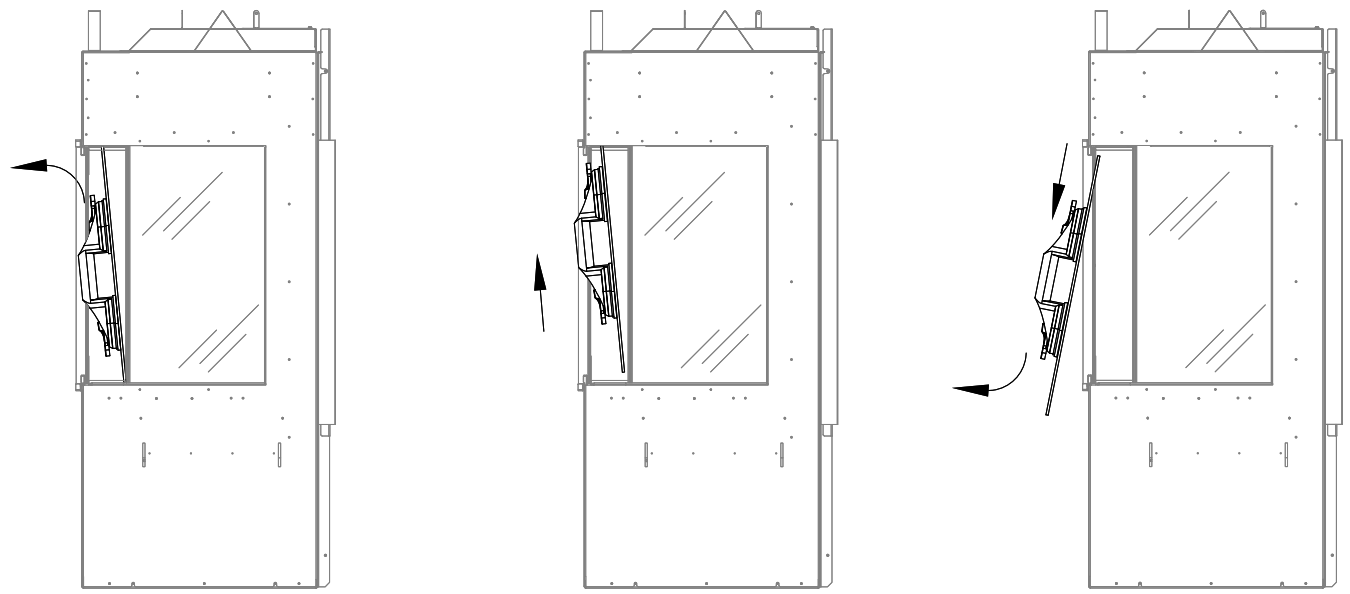

Figure 4.4 - Firebox Glass Removal
5. Start by lifting the front piece of glass as shown in Figure 4.4 to remove the front firebox glass.